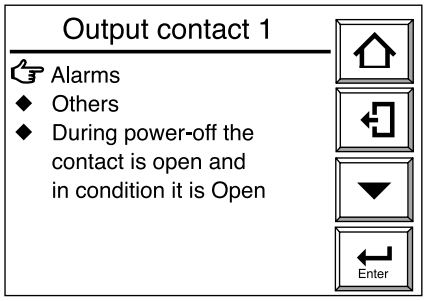
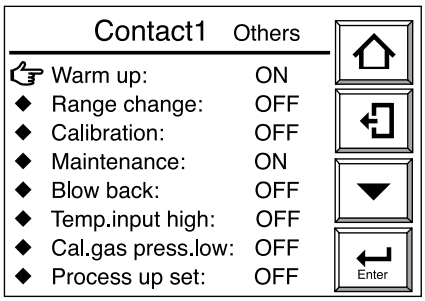

Figura 8.8 Display Contatto uscita 1
Figura 8.9 Display "Contact1 Others"
(4) Selezionare il contatto d'uscita desiderato. Questa sezione mostra un esempio in cui è selezionata l'uscita a contatto 1 (Vedi figura 8.8).
(5) Ogni elemento impostato e le voci selezionate sono descritte brevemente nella Tabella 8.5. Di seguito è descritto un esempio d'impostazione, in cui il contatto d'uscita 1 è chiuso durante la calibrazione.
(6) Selezionare Others nel display Output contact 1. Viene visualizzato il display "Contact1" illustrato nella figura 8.9. Selezionare Calibration nel display Contact1.
(7) Viene quindi visualizzato il display di selezione on o off. Selezionare "on" al suo interno.
(8) Premere il tasto Return per ritornare al display precedente.
(9) Spostare il puntatore a "During power-off the contact is open and in condition it is Open" (Contatto aperto senza alimentazione e aperto in esercizio) e premere il tasto [Enter]. Viene quindi visualizzato il display di selezione on o off. Selezionando "off," è possibile impostare "open" nelle condizioni normali e "closed" quando l'uscita a contatto è on.